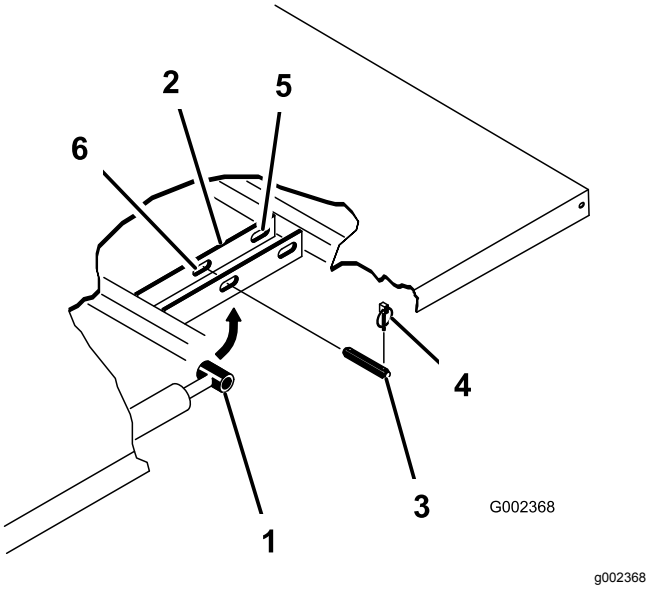

**Figur 30**
3. Fjern ringstiften fra den ytre enden av splittpinnene (Figur 30) på sylinderstaget.
4. Fjern splittpinnene som fester sylinderstagendene til monteringsplatene for lasteplanet, ved å skyve pinnene innover (Figur 30).
5. Fjern orepinnene og splittpinnene som fester svingbrakettene til rammen (Figur 30).